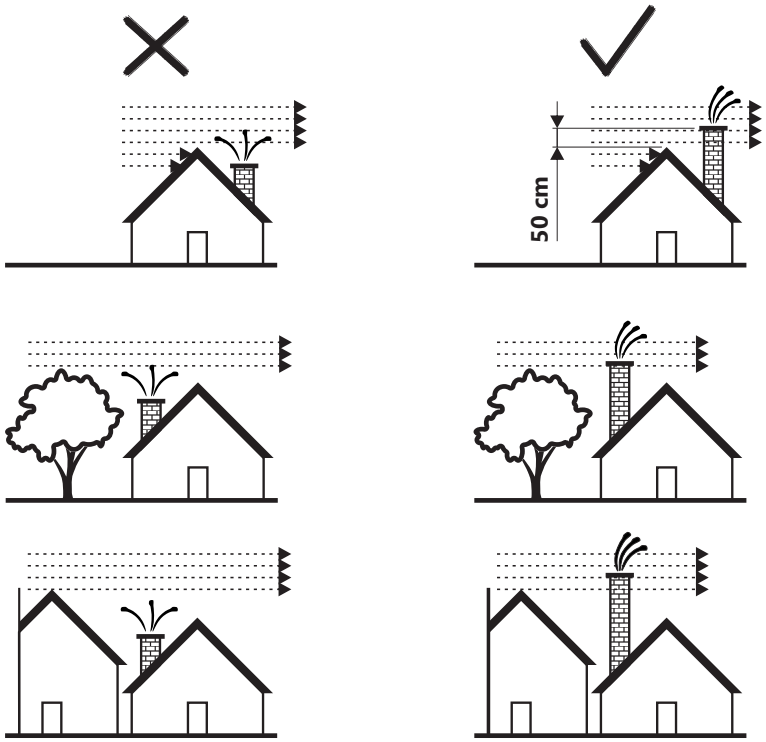

Abbildung 2
- der Schornstein muss mindestens 0,5 m höher als der Dach sein und alle Objekte/Hindernisse in seiner Nähe (Nachbarhaus, Baum) herausragen (Abbildung 2).